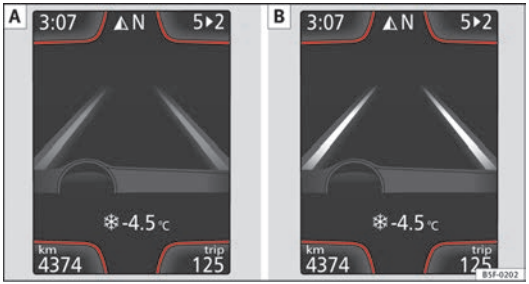

Fig. 141 On the instrument panel display: Indication on the Lane Assist system display (example 1)
– The system is active, but not available, either because the minimum speed has not been reached or because the lane lines are not recognised ⇒ Fig. 141 A.
– The system is active and available, both lane lines are recognised. The steering angle is not being corrected at this moment ⇒ Fig. 141 B.